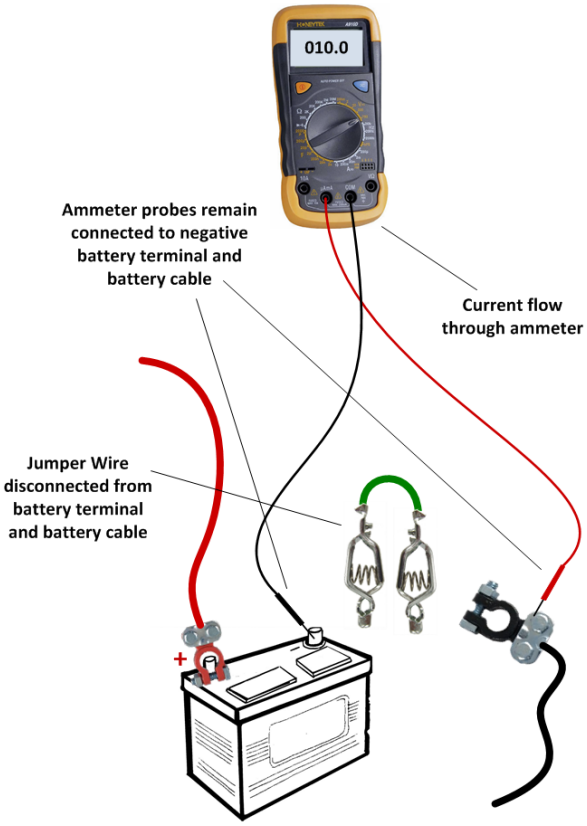

Figure 2
6. Disconnect the jumper wire whilst maintaining the ammeter probes connection. Do not disconnect the ammeter at this point or you will have to start over. See Figure 2, below. This places the ammeter in series and current will now be flowing through the ammeter.